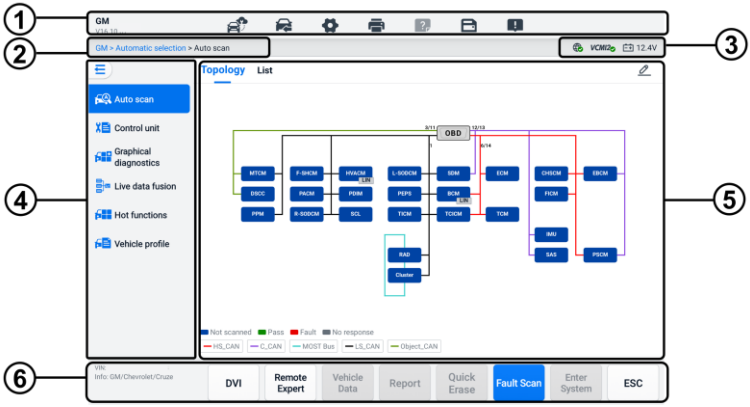

Figure 6-8 ***Diagnostics Main Menu Screen***
The Main Menu screen (see *Figure 6-8 Diagnostics Main Menu Screen)* navigates users to read codes, clear codes, or perform comprehensive automotive diagnostic functions, and so on. After the function is selected, the tablet will establish a communication with the vehicle through the VCMI2, and enter the corresponding function menu or selection menu based on your selection.
1. Tap the **Diagnostics** application button on the MaxiSys Job Menu. Choose the corresponding vehicle information and enter the Main Menu screen (see *Figure 6-8 Diagnostics Main Menu Screen*).